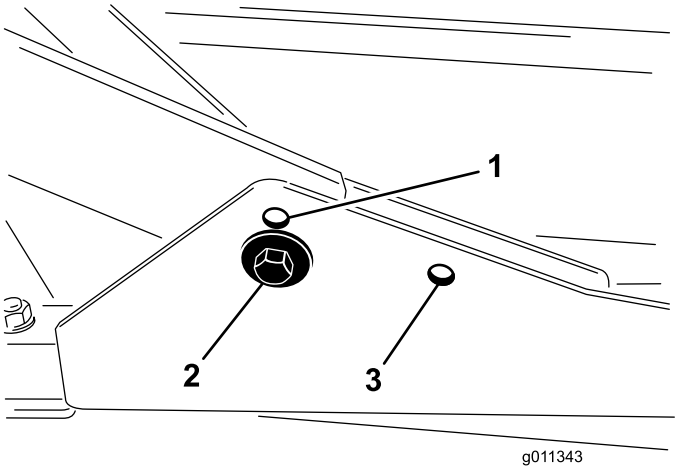

Figur 15
1. For klippehøjder fra 2 til 7,6 cm skal de forreste bærerrammer monteres i de nederste, forreste monteringshuller (Figur 15).
2. For klippehøjder fra 6,3 til 10 cm skal de forreste bærerrammer monteres i de øverste, forreste monteringshuller (Figur 15).
For alle klippehøjder skal det bageste klippeskjold monteres i de bageste monteringshuller (Figur 15).